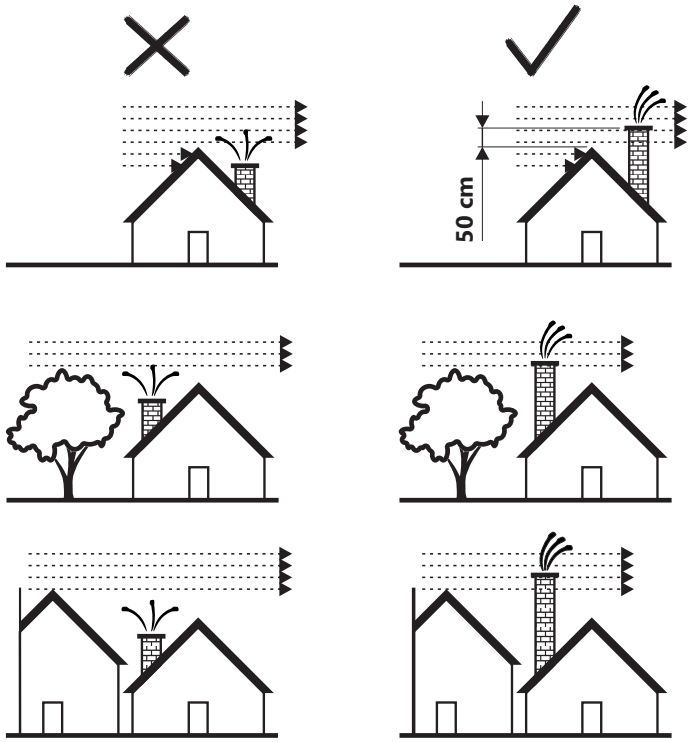

Abbildung 2
- der Schornstein muss mindestens 0,5 m höher als der Dach sein und über alle Objekte/Hindernisse in seiner Nähe (Nachbarhaus, Baum) hinausragen (Abbildung 2). - Der Schornstein muss einen entsprechenden Querschnitt haben.